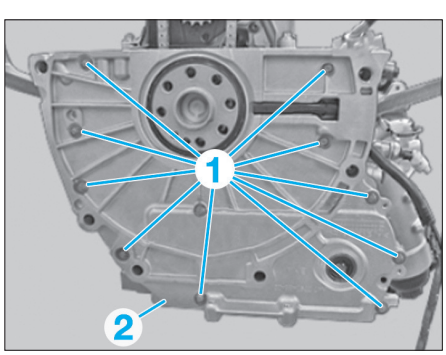

Fig. 8
- les vis (1) **(Fig.8)**,
- le couvercle (2)